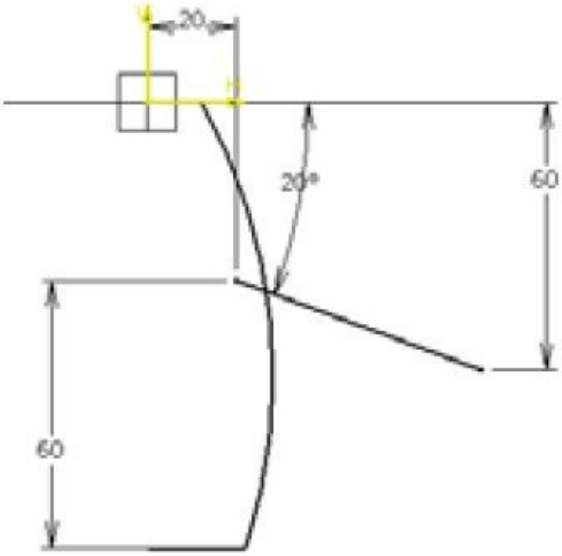

Figure 11-72 *Reference sketch*
b. Create the other required surfaces for the basic structure of the model, refer to Figures 11-72 through 11-81.
5. Select the zx plane and invoke the **Sketcher** workbench. Draw the reference sketch, as shown in Figure 11-72, and exit the **Sketcher** workbench.